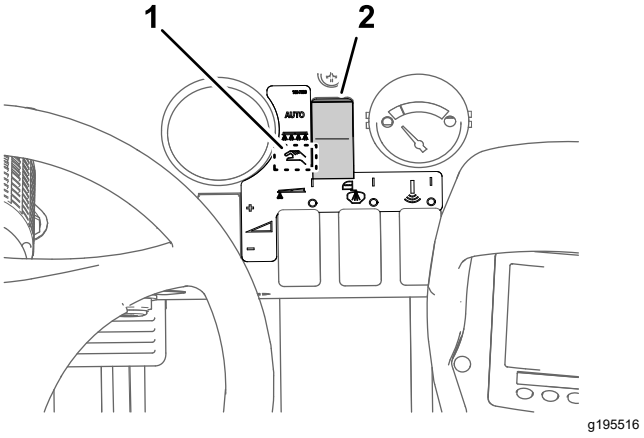

Рисунок 46
2. Установите кнопку режима опрыскивателя в ручной режим (Рисунок 46).